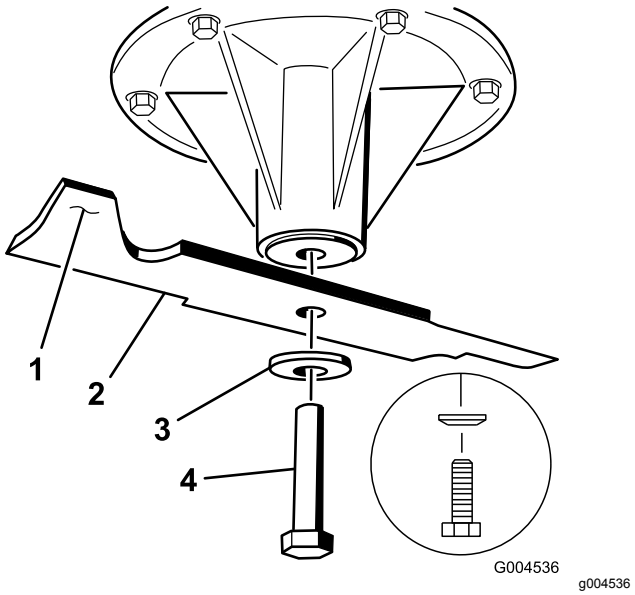

Figuur 102
2. Verwijder de mesbout, de klemring en het mes van de spilas (Figuur 102).